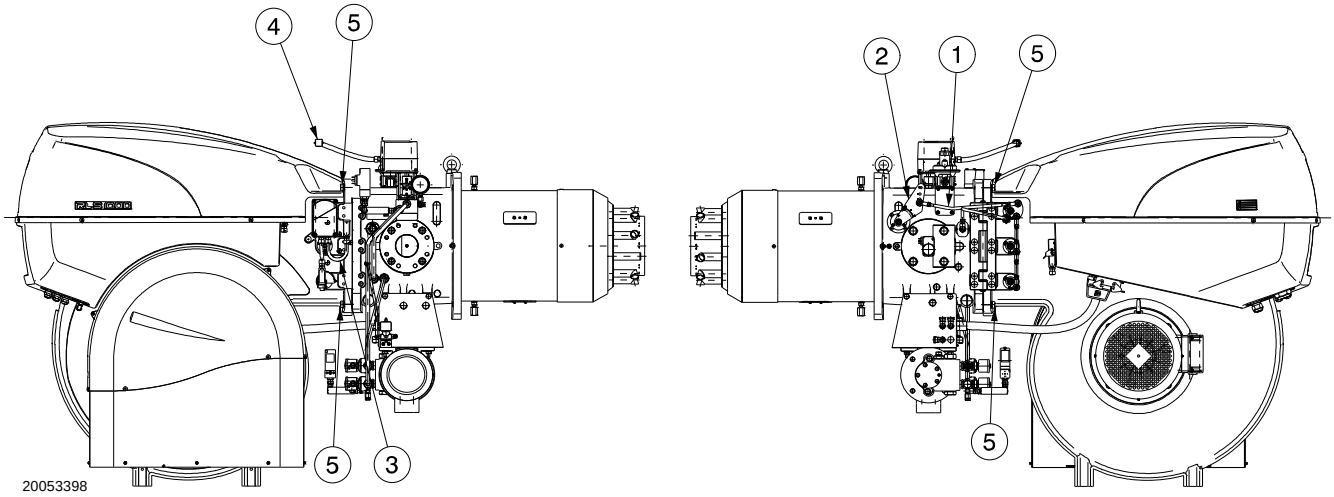

Fig. 42
- ➤ remove the tie-rod 1)(Fig. 42) of the head movement lever, undoing the nut 2);